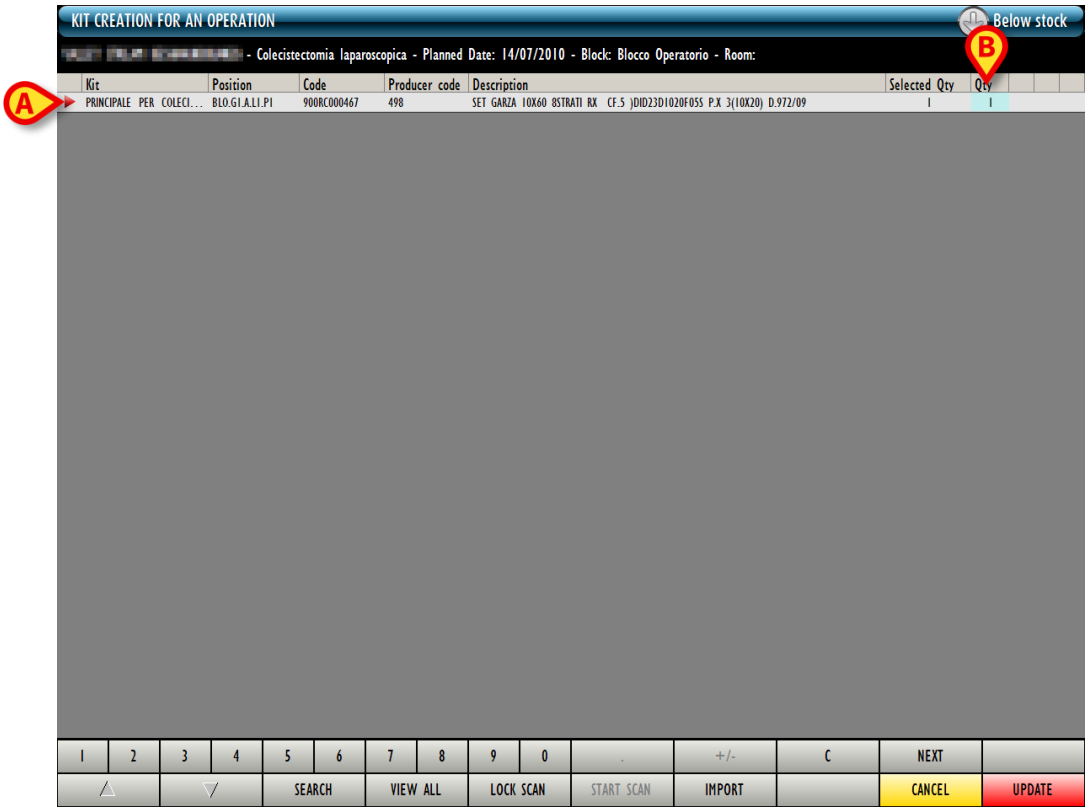

Fig 194
A row will be added to the table on the “Kit creation screen”, corresponding to the selected resource (Fig 194 **A**).
- Specify the resource quantity in the “Quantity” field (Fig 194 **B**).
Access the “Kit creation” screen (Fig 194),